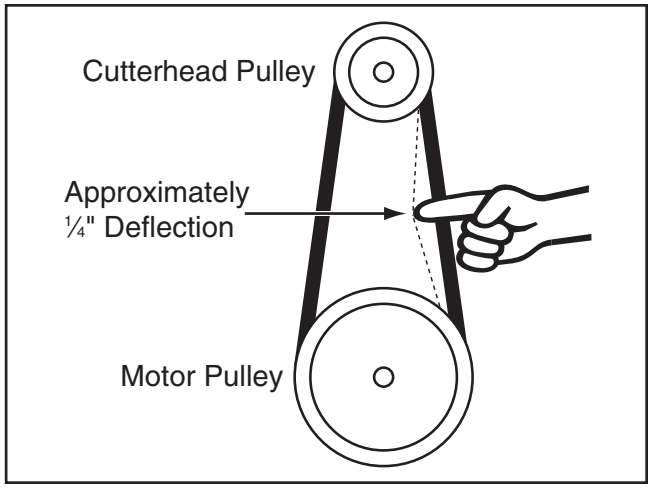

Figure 10. Checking for proper belt tension.
17. Loosen (2) motor pulley set screws and (1) cutterhead pulley set screw and align both pulleys (use straightedge if needed).
19. Adjust belt tension by applying downward pressure on motor until there is approximately ¼" deflection when belt is pushed with moderate force (see **Figure 10**).